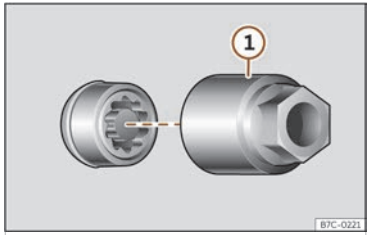

Fig. 203 Anti-theft wheel nut with cap and adapter.
- Insert the special adapter ››› Fig. 203 (1) (vehicle tools ››› page 300) onto the anti-theft wheel nut and push it on as far as it will go.